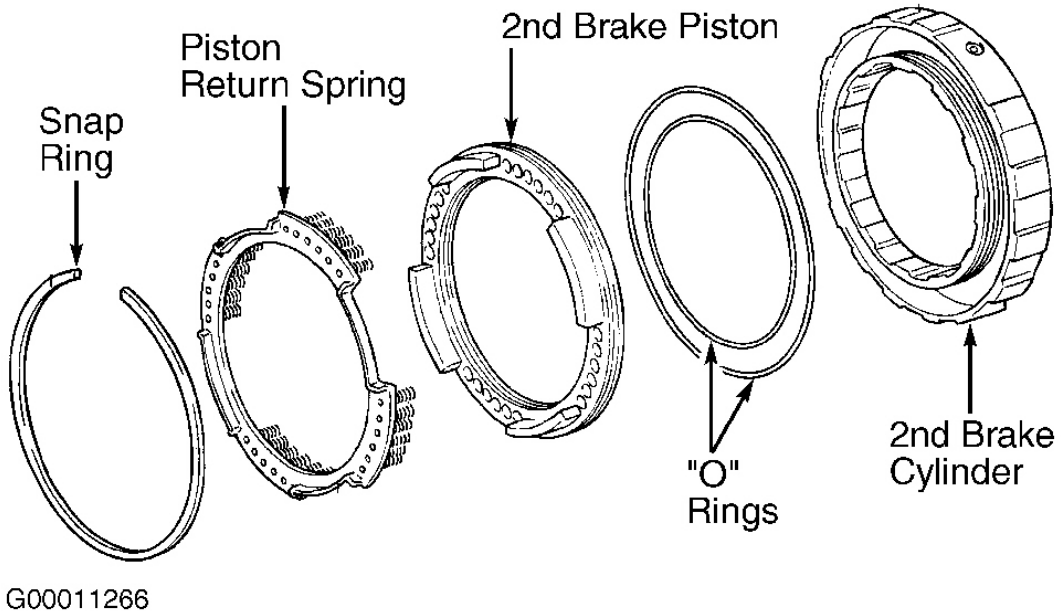
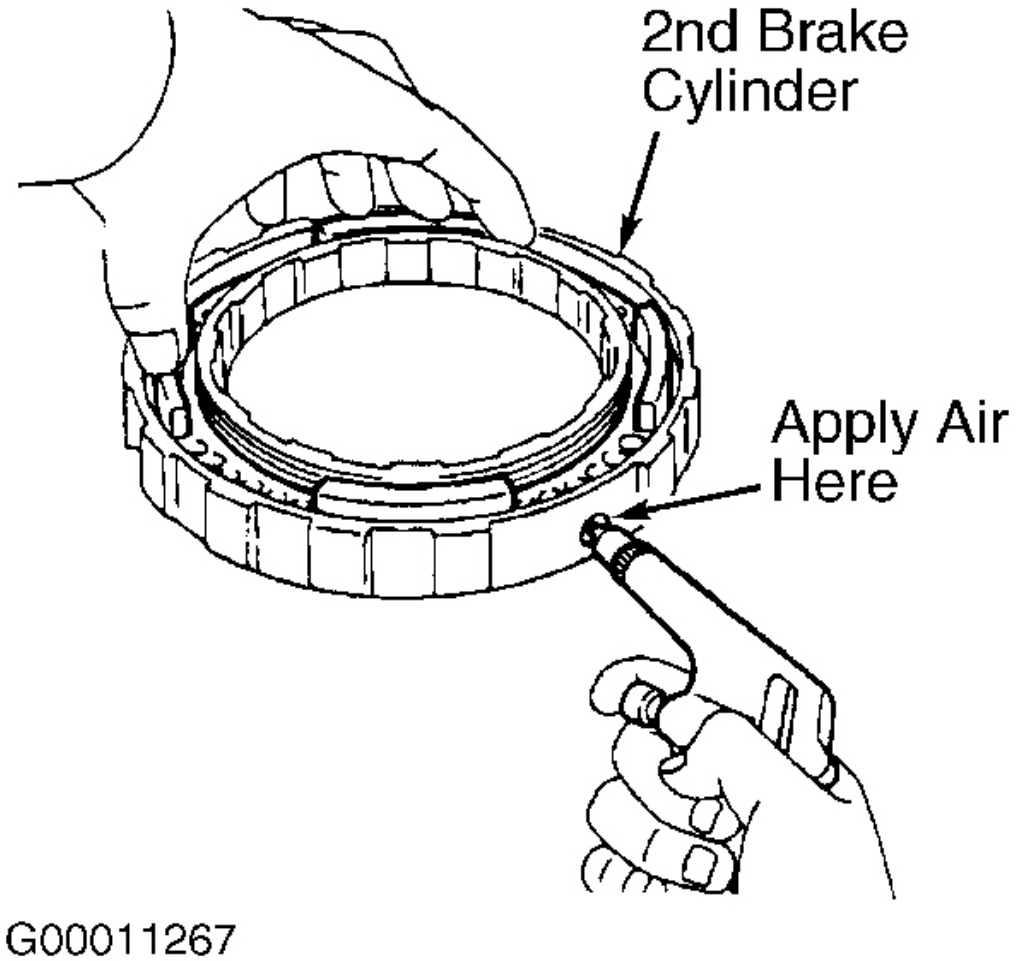

Fig. 21: Exploded View Of 2nd Brake Assembly
Fig. 22: Removing 2nd Brake Piston
18. Using appropriate press, position press on piston return springs and compress springs. Using a screwdriver, remove snap ring. Remove press and piston return springs. See **Fig. 21**. While holding 2nd brake piston, apply 57 psi (4 kg/cm_2) of compressed air to 2nd brake cylinder to remove piston. See **Fig. 22**. Remove 2 "O" rings from piston.